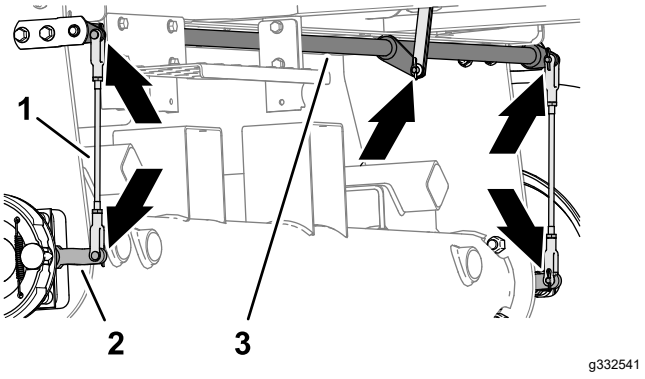

Figur 68
1. Inspiser venstre og høyre bremsestangenheter (Figur 68) for skade og slitasje.
2. Inspiser svingakselen for bremse (Figur 68) for skader og slitasje.